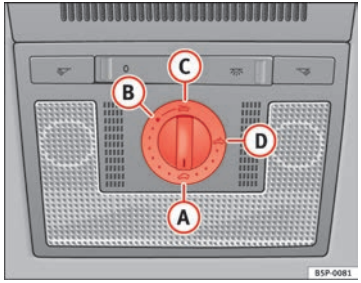

Fig. 69 Dettaglio del rivestimento interno del tetto: manopola del tettuccio scorrevole / sollevabile
Per chiudere il tettuccio dopo che lo si è aperto più volte, a causa del limitatore di forza si deve tenere la manopola nella posizione (A) ⇒ fig. 69 fino a quando non si è completamente chiuso. **A questo proposito bisogna tenere presente che ora il tettuccio si chiude senza l'intervento del limitatore di forza.**